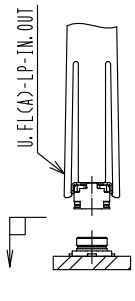

fig.1
(1)Insert the connector as perpendicularly to the mating surface as possible with aligning the mating axes of both connectors by specialised insertion JIG. Part No.:U.FL(A)-LP-IN.OUT(CL331-2401-0) (fig.1)